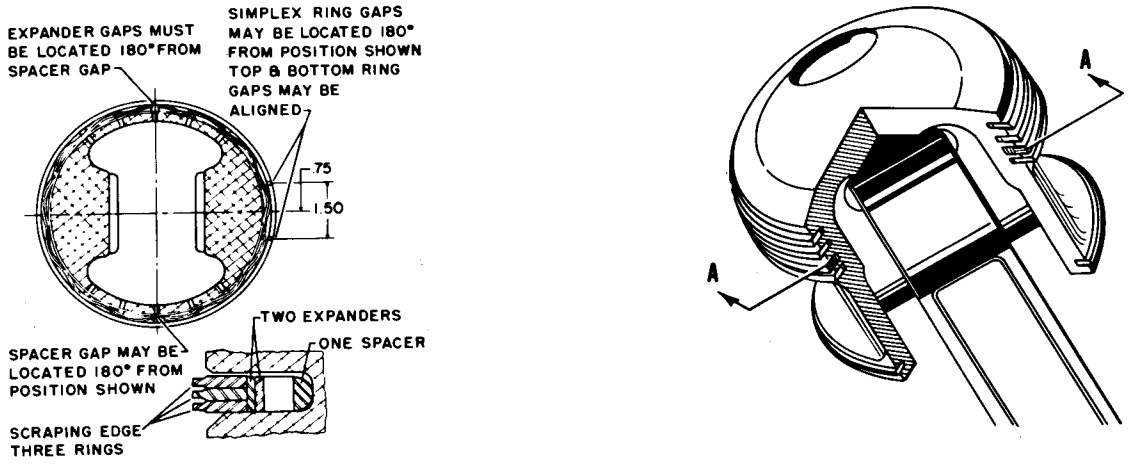

Figure 5-18. Piston Ring Arrangement
a. Check piston ring installation (figure 5-18). Each piston has five ring grooves referred to by numbers 1 through 5 starting at the top of the piston. Rings for grooves 1 and 2 are wedge shaped; 3, 4, and 5 are rectangular. The rings in grooves 1 and 2 should be installed with the sides marked "Top" facing up. The gaps should be staggered. The piston ring assembly in groove 3 should consist of a spacer, two expanders and three rings. Install the ring in groove 4 with the side marked "Top" toward top of the piston; install the ring in groove 5 with the side marked "Top" toward bottom of the piston.